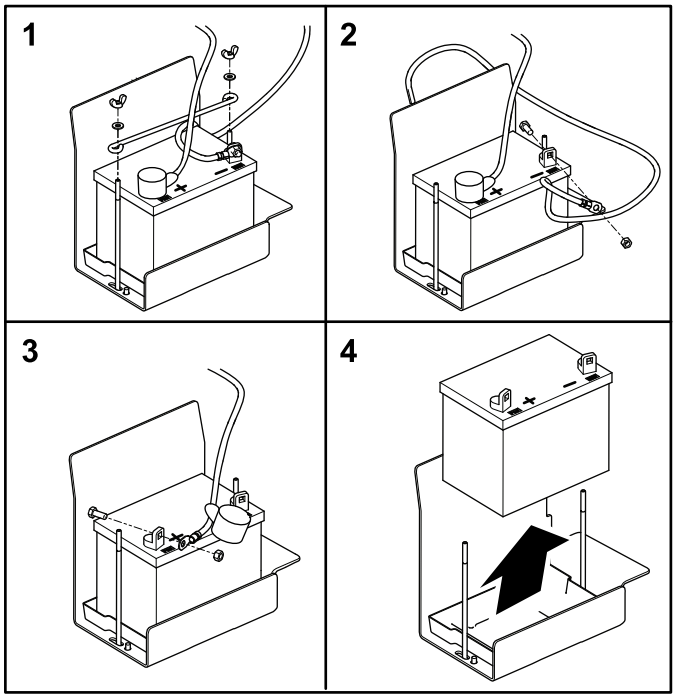

Figur 53
2. Fjern de vingemøtrikker og spændeskiver, der fastgør batteriholderen (Figur 53).